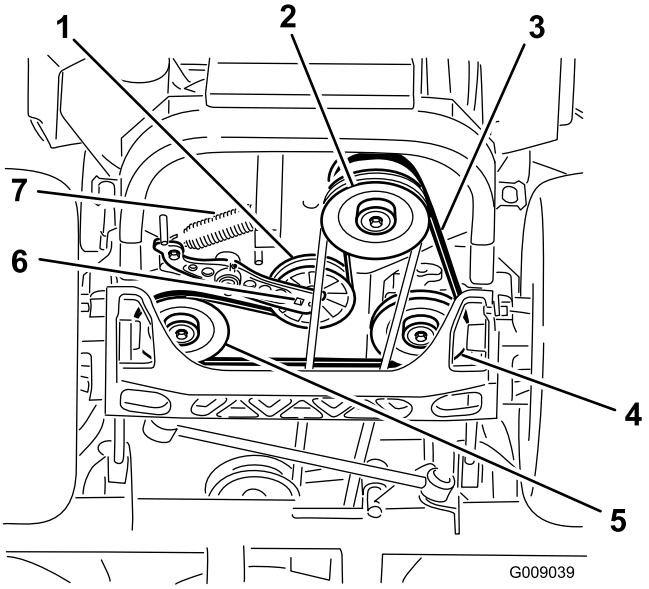

Figur 73
4. Løft maskinen, og understøt den med donkrafte (Figur 73).
5. Brug en skralde i det firkantede hul i styrearmen for at fjerne styrefjederen (Figur 73).
6. Tag styrefjederen af stellet (Figur 73).
9. Brug en skralde i det firkantede hul i styrearmen for at montere styrefjederen på stellet (Figur 73).